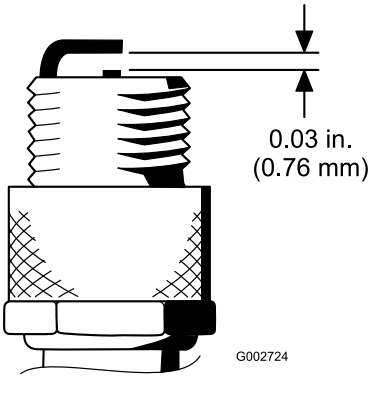

Figuur 32
4. Zorg ervoor dat de elektrodenafstand tussen de centrale elektrode en de massa-elektrode 0,76 mm bedraagt; zie Figuur 32.